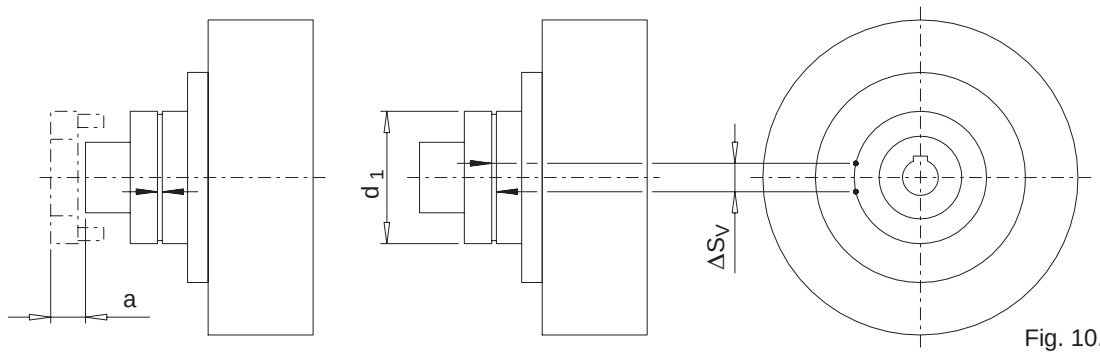

Fig. 10.3
If an increased coupling backlash does not impair the operation of the coupling, the flexible elements (12) can continue to be used up to a specified wear limit before being replaced. To assess wear, the permitted circumferential backlash, converted to the chord dimension ΔS_V on the outer coupling diameter, is shown in table 10.3. To obtain the dimension ΔS_V, one coupling part is rotated without torque as far as the stop and a mark applied to both side (see Fig. 10.3). If the coupling part is rotated in the opposite direction of rotation as far as the stop, the marks move apart. The distance between the marks is the chord dimension ΔS_V. If the dimension ΔS_V exceeds the value in table 10.3, the flexible elements (12) must be replaced.
On the FAD design replacement of the flexible elements (12) is possible without moving the coupled machines, if the replacement dimension ”a” (see table 10.3 and figure 10.3) is allowed for. After the screw connection part 2/3 is released, part 3 is shifted axially and turned towards part 2. The flexible elements (12) are now freely accessible.